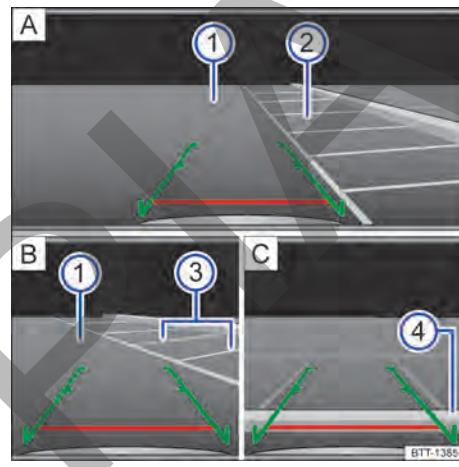

Fig. 106 Visualización del display del sistema de radio: estacionar con la cámara de marcha atrás.
Leyenda para fig. 106:
– Colocar el vehículo delante de la plaza de estacionamiento → fig. 106 (2) A.
– Conducir hacia atrás lentamente y maniobrar de modo que las guías verdes laterales conduzcan entre la líneas de delimitación de la plaza de estacionamiento seleccionado (2) A. ▶